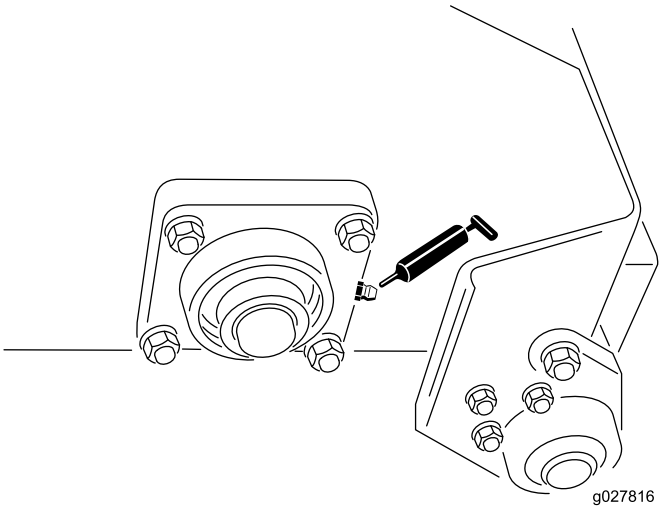

Figur 8
- Fingerrotorlejer (2) (Figur 8)